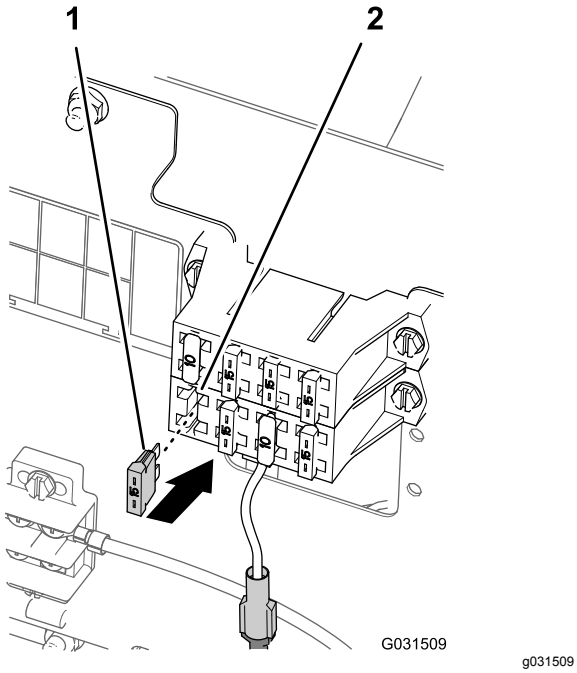

Figur 206
- Om maskinen har en bladkontakt för redskap på maskinens säkringsblock, ska du montera 15 A-säkringen i säkringsblocket (Figur 206).